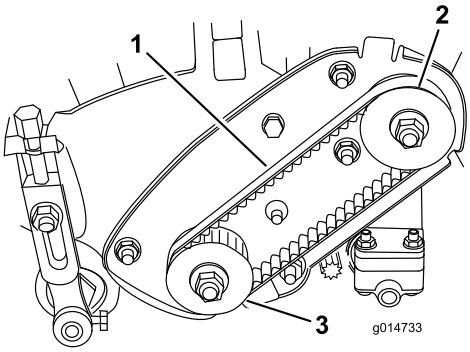

Figure 37
2. Contrôlez la tension de la courroie en exerçant une force de 1,8 ± 0,5 kg à mi-distance entre les poulies (Figure 37). La courroie doit présenter une flèche de 4,8 à 7,9 mm. Si ce n'est pas le cas, passez à l'étape suivante.